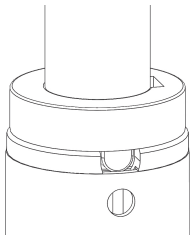

Abbildung 29 – Feststellen des Sauerstoffflaschenhalters
2. Den Sauerstoffflaschenhalter drehen und in der Zubehörhülse feststellen (Abbildung 29).